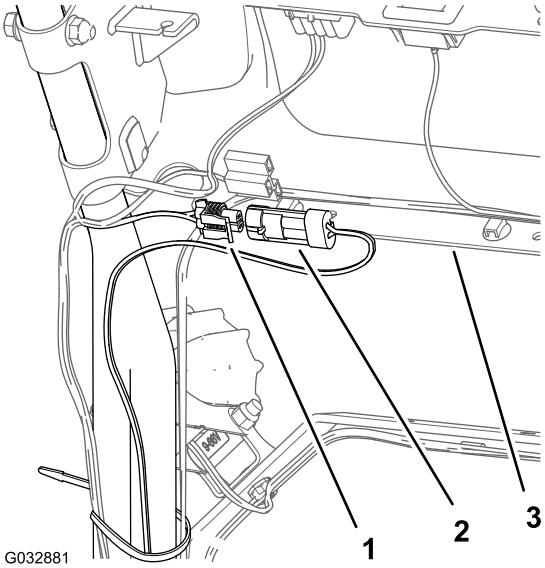

Figuur 14
4. Aan de achterkant van jet bedieningspaneel: verbind de connector met 2 pennen van de kabelboom van de LED-lampset met de connector met 2 bussen van de kabelboom van de LED-lampset en draadloze urenteller (Figuur 14).